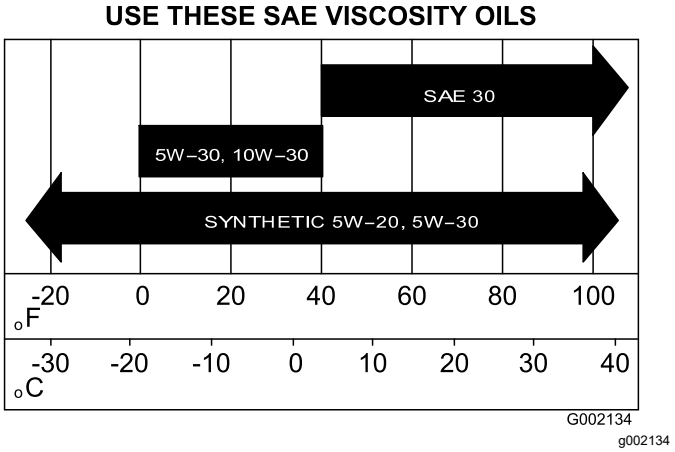

Figuur 34
5. Vul het carter bij met de voorgeschreven olie (Figuur 34).